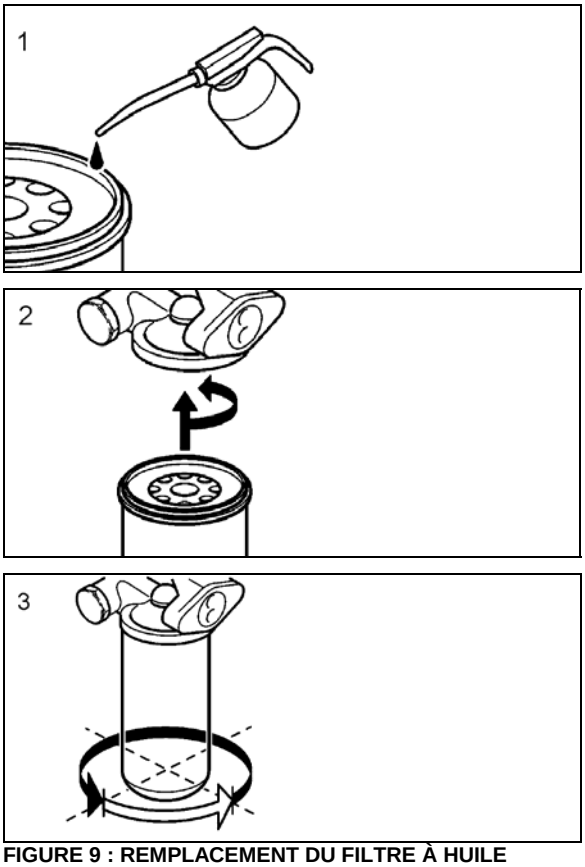

FIGURE 9 : REMPLACEMENT DU FILTRE À HUILE
- Remplir les nouveaux filtres à huile avec de l'huile à moteur homologuée. Selon la Figure 9, lubrifier aussi les joints de filtre avec de l'huile à moteur (1) fraiche. Serrer à la main les filtres à huile jusqu'à ce que les joints fassent contact avec le boitier de filtre(2). Continuer à serrer à la main de 3/4 à 1 tour supplémentaire (3).